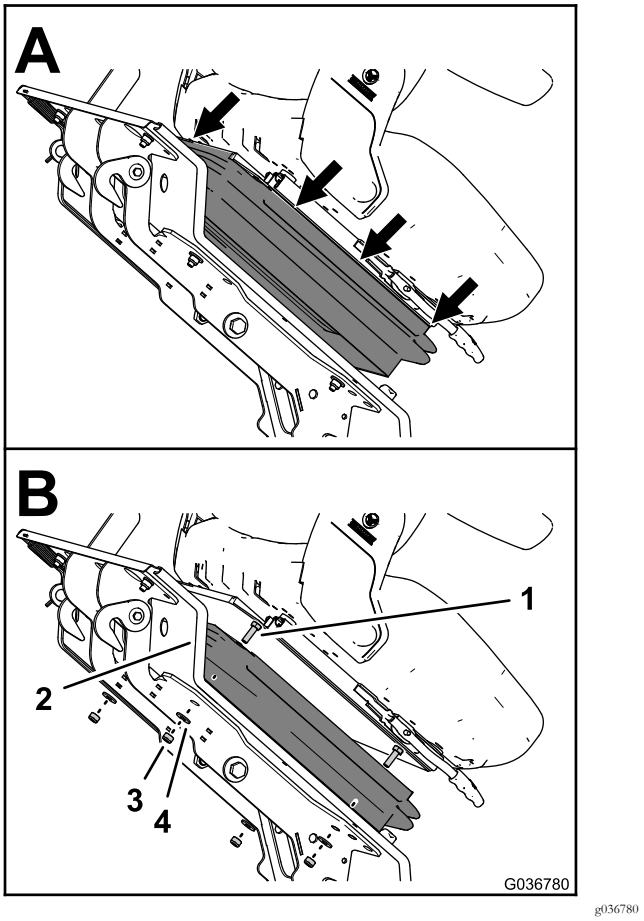

Bild 10
C. Ziehen Sie die Gummimuffe nach unten, wenn alle Nasen aus den Schlitzen entfernt sind (A in Bild 10).
4. Stützen Sie den Sitz ab und entfernen Sie die vier Scheiben (8 mm) und vier Sicherungsmuttern (8 mm), mit denen der Sitz an der Sitzplattform befestigt ist (B in Bild 10).